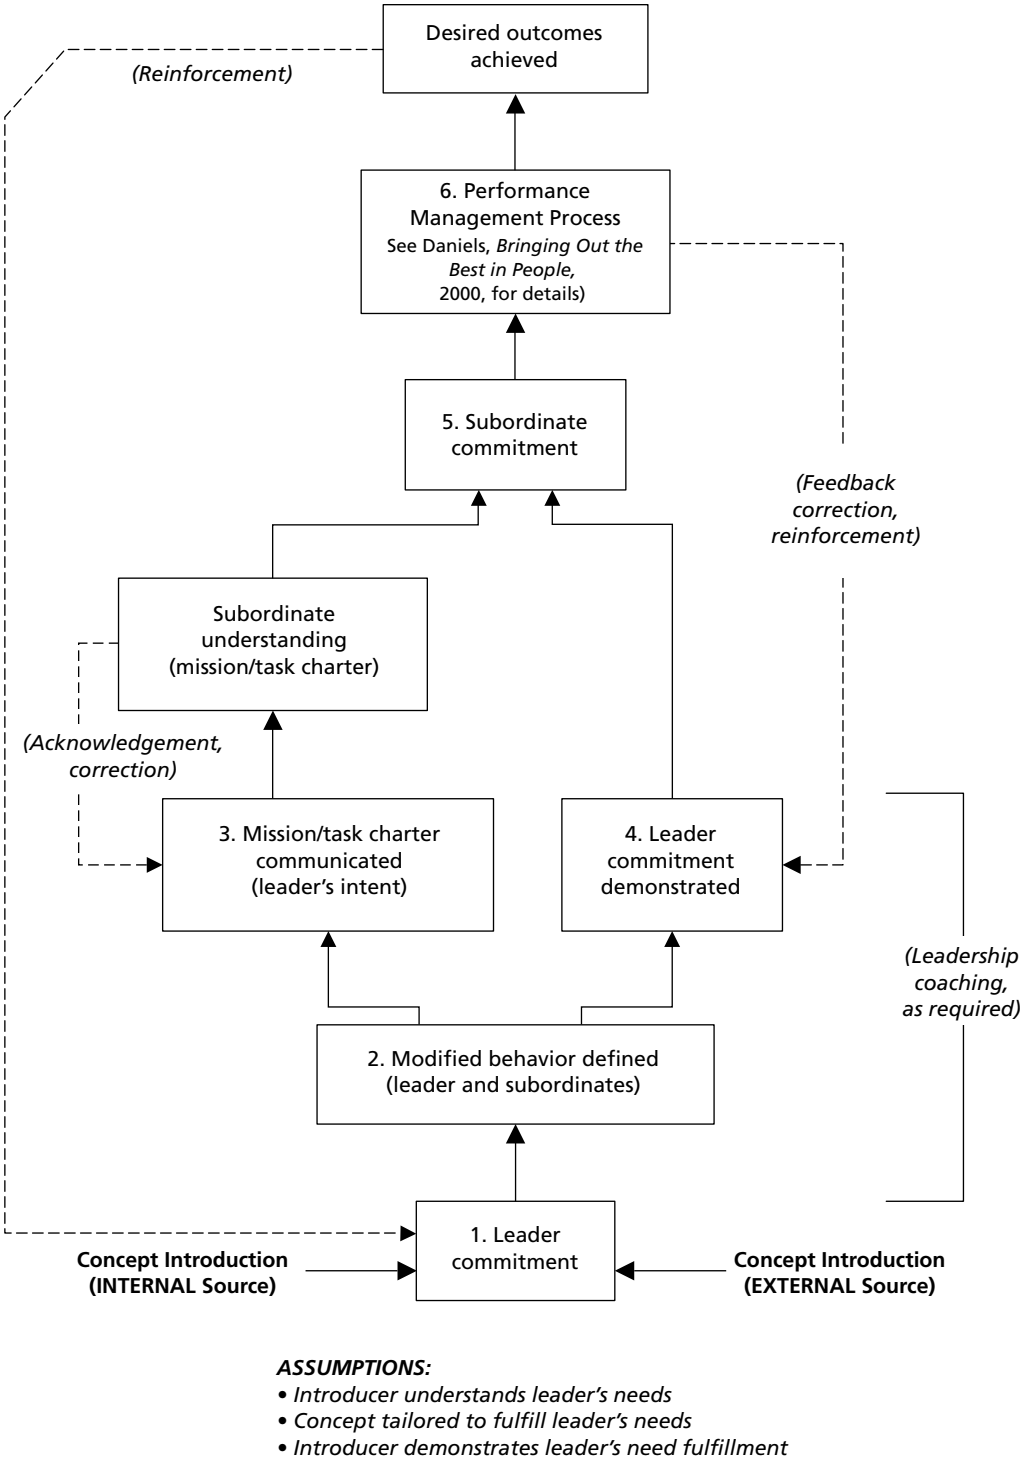

Figure 8.9 A change implementation model.
Using the output of a Logical Thinking Process analysis (the topic of the first seven chapter of this book) as the "idea for change," let's see how a workable change process might unfold. For our purposes, the Thinking Process analysis may have been completed by either by an internal problem-solving team commissioned by an executive, or by an external facilitator with input from the organization. Figure 8.9 shows a notional model for this process.*
* Figure 8.9 is intended to be a flow chart, not a logic tree.